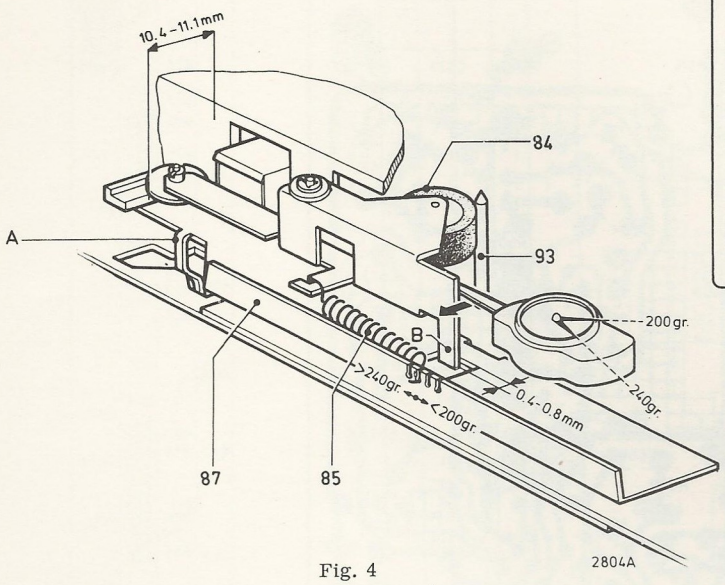

Fig. 4
5. Head bracket 87 (Fig. 4)
6. Pressure roller lever 84 (Figs. 4 and 5)
- Adjust the lever by bending the lower part of lug B (Fig. 4).